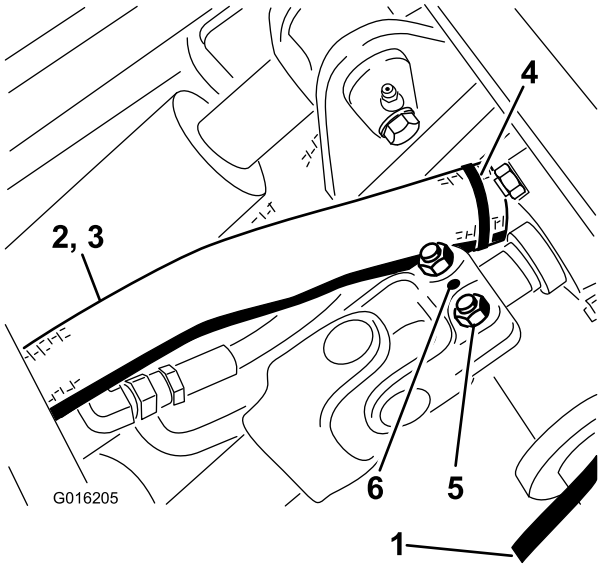

Figur 47
10. Monter valsetappen (Figur 47).